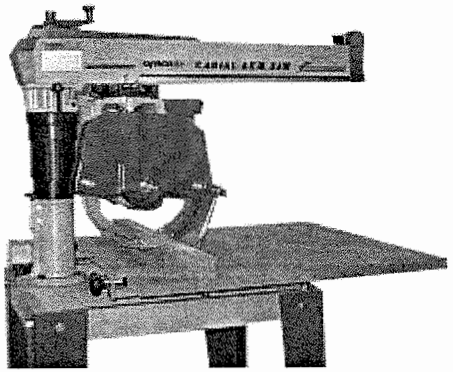

Fig.3
5. Press switch (**2**) for stop the blade-motor (**4**), Fig. 3.